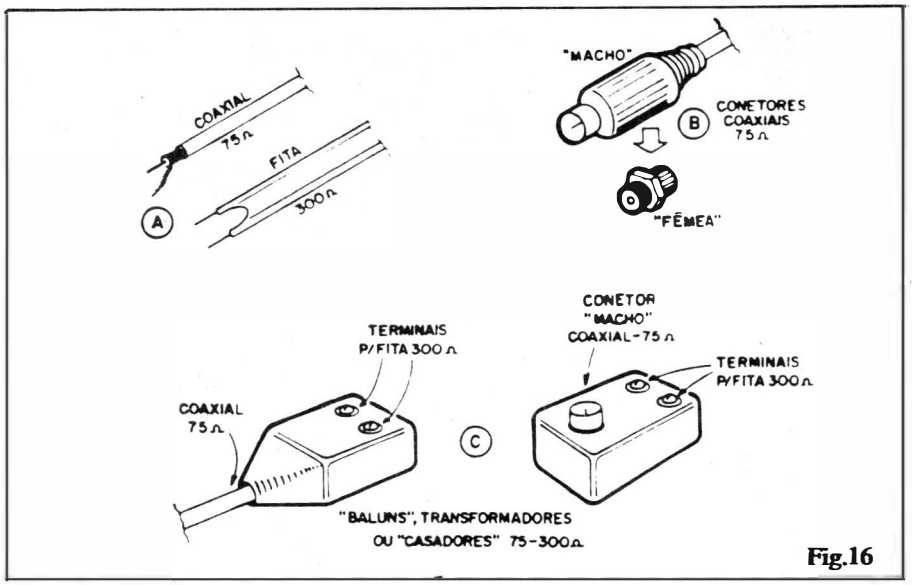

Fig.16
- **FIG. 16** - Em todas as explicações, figuras, diagramas e esquemas mostrados no presente "ESPECIAL UHF", algumas "tranqueirinhas" são citadas e mostradas com freqüência, sempre supondo que o Leitor já as conheça, pelo menos pela "cara"... Como nem todo mundo já viu ou manipulou tais implementos, a fig. 16 dá alguns detalhes importantes:
- **16-C** - Para transformar as impedâncias entre cabos, entradas, conetores, etc., sempre "casando" 75 ohms com 75 ohms e 300 ohms com 300 ohms, são usados os pequenos dispositivos conhecidos como "BALUNS" (BALOONS), "TRANSFORMADORES" ou CASADORES 57-300. Em qualquer dos modelos esses dispositivos permitem, de um lado, a ligação a cabo ou conetor de 75 ohms e, do outro lado, a conexão de cabo ou plugue de 300 ohms. As ligações para 300 ohms ("fita" ou cabo "chato") são normalmente feitas via dois parafusos com olhais ou arruelas metálicas, "mecanicamente" compatíveis com os fios dos cabos "chatos". Já a ligação de conetores ou cabos coaxiais, redondos, de 75 ohms, é feita de diversas maneiras... Nos dois modelos (mais comuns...) mostrados, o primeiro admite a ligação direta de **cabo** coaxial, enquanto que o segundo serve para ligar um cabo "chato" (300 ohms) diretamente a um conetor "fêmea" coaxial (ver fig. 16-B), já que o dispositivo apresenta a um conetor "macho", diretamente "entubável" na respectiva "fêmea"...